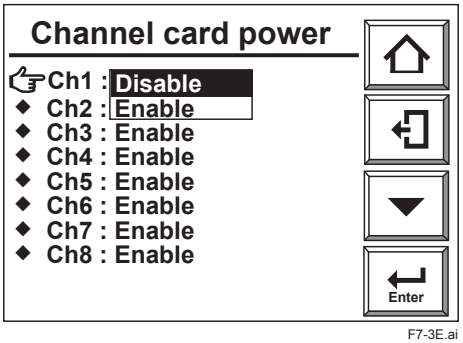

Figure 7.3 Channel Card Power Setting
3) On the Maintenance display, select [Channel card power] and touch the Enter key. A display like that shown in Figure 7.3 appears.